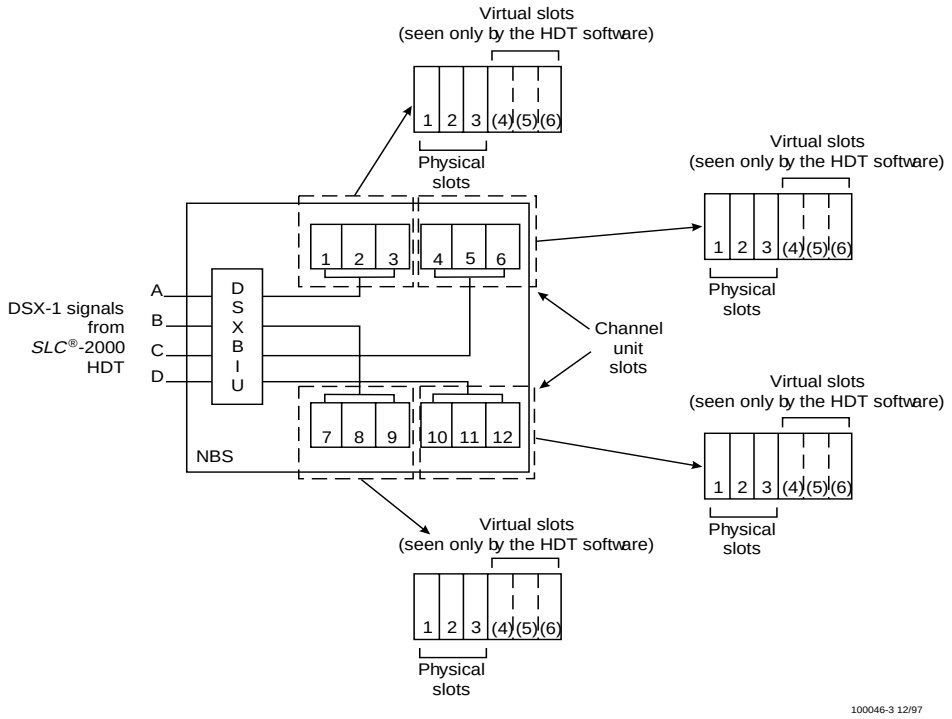

Figure 8-15. Virtual Slot Concept (Octet Mode)
Using the *virtual* concept as shown in Figure 8-15, the *SLC*-2000 HDT software, when provisioning ISDN circuits, “thinks it sees” a six-slot V-DT instead of a three-slot V-DT. As Figure 8-15 shows, slots 4, 5, and 6 of the V-DT are *not* physically present. However, they are present in the software and are called *virtual slots*, actually representing the third and fourth lines on the *SPQ*494 ISDN channel units.
When installing and cross-connecting ISDN circuits in an NBS with DSX-1 feeders provisioned for the octet mode, you must understand the relationships between the NBS, octet mode, and actual or virtual slots. Refer to Figure 8-15 to understand these concepts.
- ***Addressing the Slots in the NBS Quadrant***. Each quadrant's slots (both real and virtual) are numbered the same for provisioning (Figure 8-15). For example, the physical slots fed by DSX-1 signal D are numbered 10, 11, and 12 in the NBS. But when provisioning with the software from the *SLC*-2000 host digital terminal CIT, they are numbered 1, 2, and 3 (plus 4, 5, and 6 virtual slots).